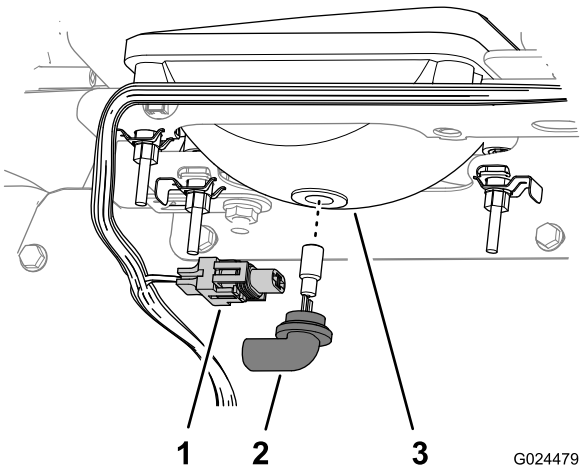

Figuur 49
3. Maak de elektrische aansluiting voor de kabelboom los van de lampaansluiting aan de achterkant van de behuizing van de koplamp (Figuur 49).
4. Draai de lamp een kwartslag linksom en duw ze naar achteren, uit de behuizing van de koplamp (Figuur 49).
5. Monteer de nieuwe lamp en de nieuwe behuizing voor de koplamp; lijn de lipjes van de lamp uit met de sleuven in de behuizing van de koplamp (Figuur 49).
6. Bevestig de lamp door deze een kwartslag rechtsom te draaien (Figuur 49).
7. Koppel de elektrische aansluiting voor de kabelboom aan op de aansluiting van de nieuwe lamp (Figuur 49).